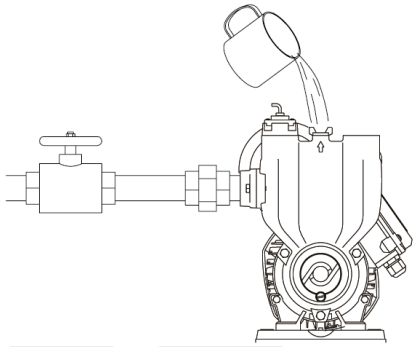

Рис. 6
1. Снять заливную пробку и залить воду в насос. Установить заливную пробку на место. Необходимо водой вытеснить воздух во всасывающем трубопроводе (Рис. 6).